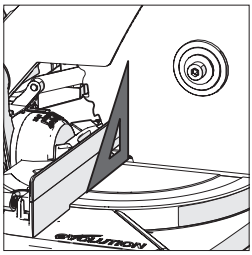

Rys. 9
- Należy umieścić ekierkę na stole, przykładając jeden krótszy bok do powierzchni stołu, a drugi krótszy bok do tarczy (unikając kontaktu z końcówkami z węglika wolframu TCT) **(Rys. 9)**.